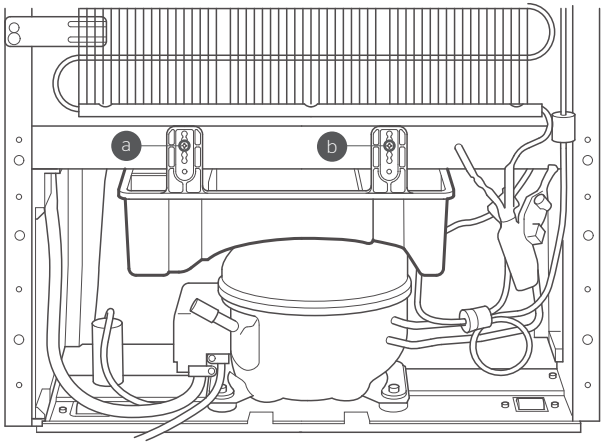

Figure 6
1. Remove the vaporisation container by unscrewing the 2 screws (a and b) (Figure 6)